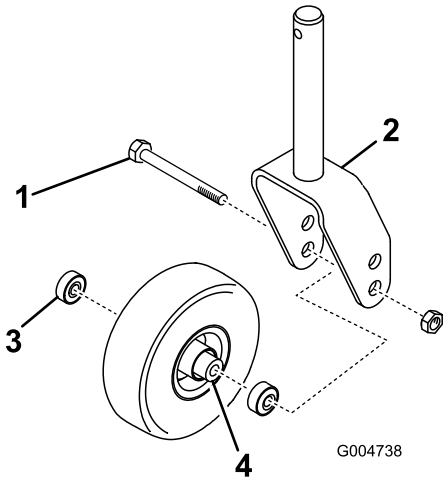
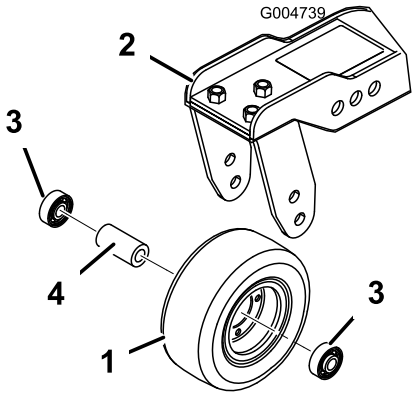

Figuur 80
Figuur 81
1. Verwijder de borgmoer van de bout waarmee de zwenkwielset is bevestigd in de zwenkwielvork (Figuur 80) of in de draaiarm van het zwenkwiel (Figuur 81). Pak het zwenkwiel vast en schuif de bout uit de vork of draaiarm.
2. Verwijder het lager uit de wielnaaf en laat het lager eruit vallen (Figuur 80 en Figuur 81). Verwijder het lager vanaf de andere kant van de wielnaaf.